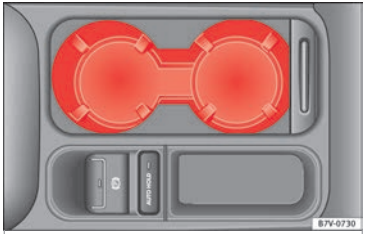

Afb. 189 Middenconsole voorin: bekerhouder.
- Om te *openen*, verplaatst u het deksel naar achteren ››› **afb. 189**.